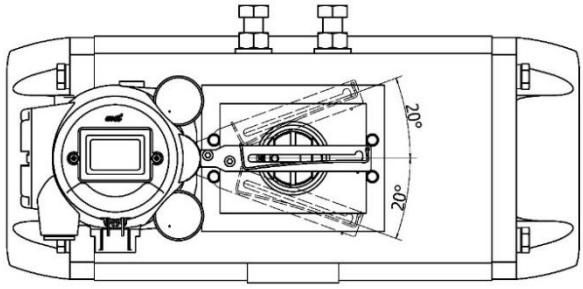

图 12 MCT 反馈杆转动角度
5. 保证 MCT 790 反馈杆转角符合图 12 规定角度（误差±5°），取下安装支架。